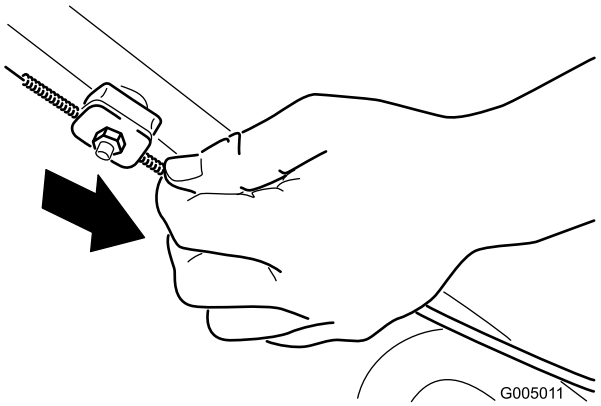

Bild 31
2. Ziehen Sie den Kabelmantel (zur Maschine), bis das Kabel stramm ist (Bild 31).